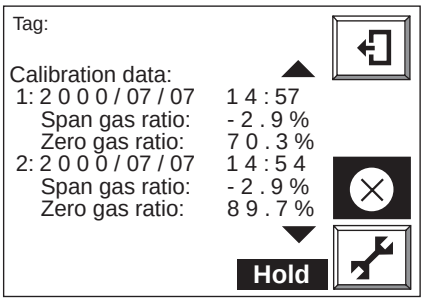

Figure 12.6 Calibration History
(4) Confirm whether deterioration of or damage to the sensor assembly that caused the alarm has occurred abruptly during the current calibration in the following procedure:
b. Display “Calibration time history” by pressing the ▼ key (Figure 12.6). Since the ten previous span-correction factor and zero-correction factor values can be checked in this display, changes in deterioration of the sensor can be seen.